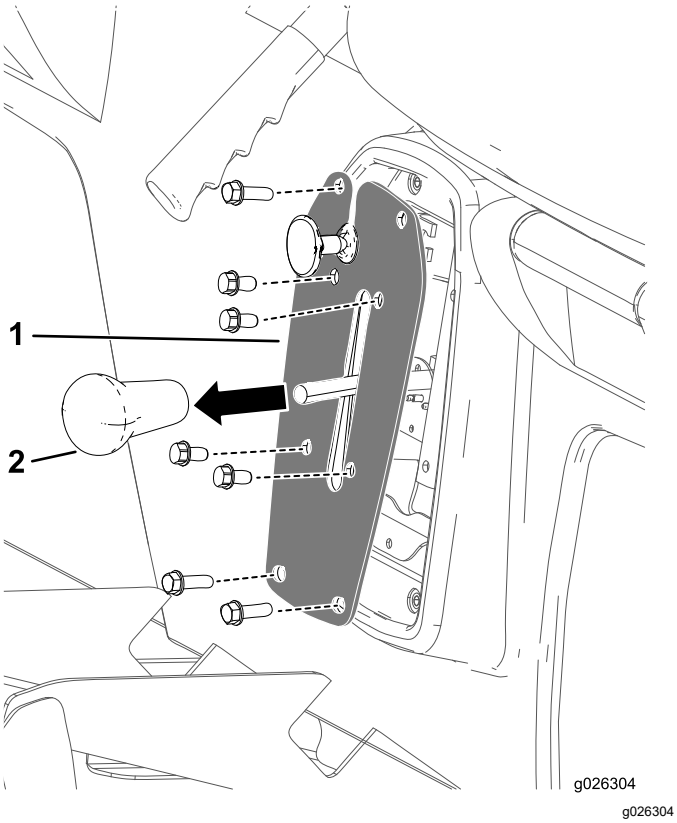

Figura 1
1. Retire o manípulo da alavanca das mudanças (Figura 1).
2. Retire os 4 parafusos que prendem a placa das mudanças ao suporte das mudanças (Figura 1).
3. Retire os 4 parafusos que prendem a placa das mudanças à base do banco e retire a placa das mudanças (Figura 1).